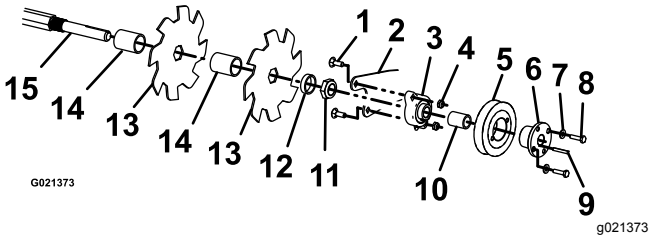

Рисунок 26
9. Удалите 4 каретных болта с контргайками, которые крепят узел режущих ножей (Рисунок 26), и снимите узел с вилочного монтажного кронштейна.
10. Удалите 2 болта с шайбами, которые крепят шкив к подшипнику. Ослабьте установочные винты на подшипнике и удалите шпонку с вала (Рисунок 26). Снимите подшипник и шкив, сняв фиксаторы подшипника с вилочного монтажного кронштейна.